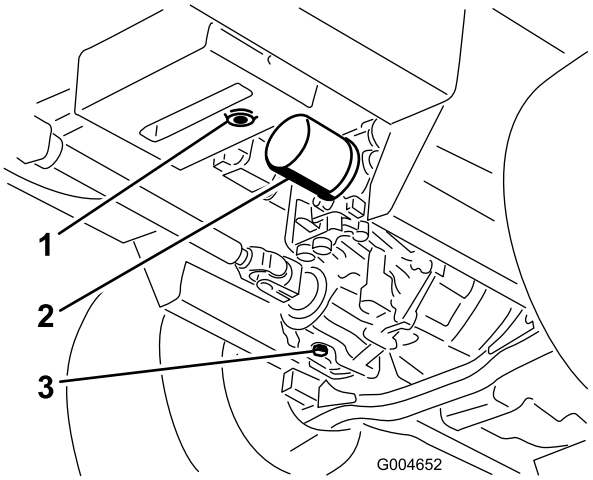

Figura 61
3. Coloque un recipiente grande debajo del depósito de aceite hidráulico y el alojamiento de la transmisión y retire los tapones; deje que se vacíe todo el aceite hidráulico (Figura 61).
4. Limpie la zona alrededor del filtro de fluido hidráulico y retire el filtro (Figura 61).